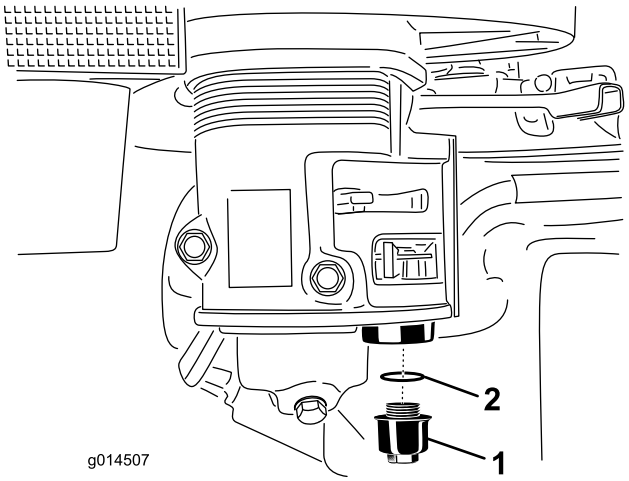

Figura 17
2. Desenrosque la taza de sedimentos. Asegúrese de no perder la junta tórica (Figura 17).